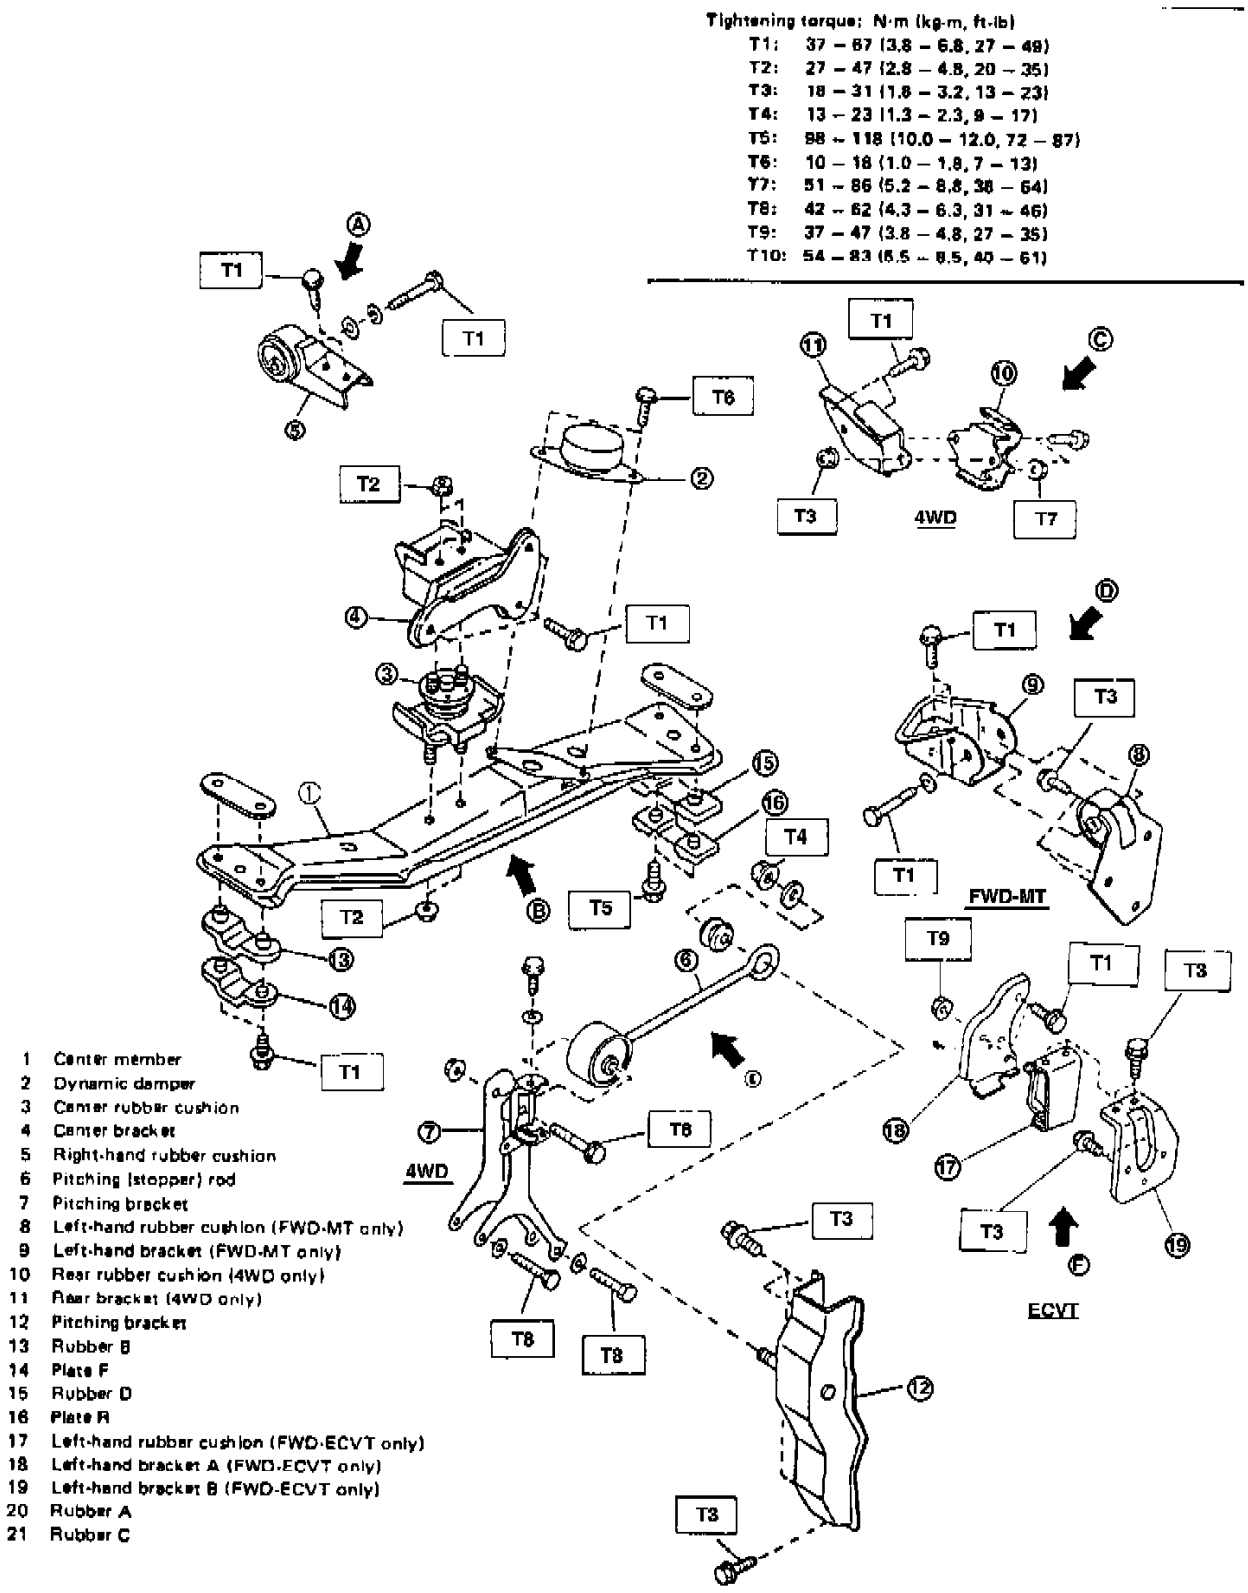

Fig. 1 Exploded View Of Engine Mount
a. Refer to **Specifications** and **Fig. 1** for tightening specifications.